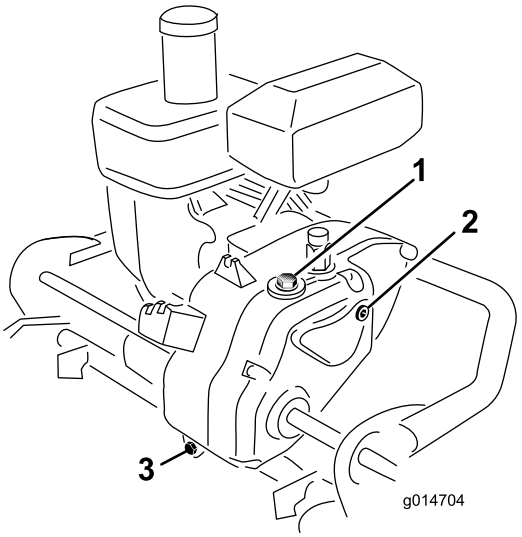

Figure 33
2. Retirez le bouchon de contrôle du côté droit de la transmission (Figure 33).